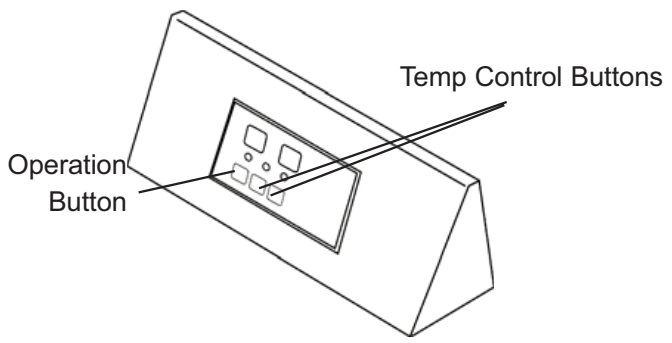

Figure 5. Control Panel
4. Push "OPERATION BUTTON" (see Figure 5). Power indicator lamp and room temperature display will light and heater will start. Push the up and down arrow keys on the control panel to adjust the thermostat settings.
1. Push "OPERATION BUTTON" (see Figure 5). This will cause heater flame to go out. The motor will continue to run during the cooling cycle. This allows the fan to cool the combustion chamber. When the cooling cycle (approx. 2 minutes) is finished, the motor will stop. Do not unplug heater until cooling cycle is finished.